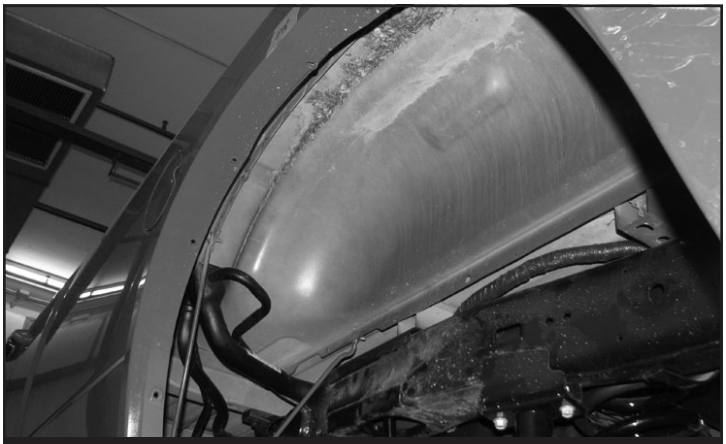

FIGURE 61 - STEP 52
52. Jack up the rear end of the vehicle and support the frame rails with jack stands and remove wheels and tires. Remove the rear driver and passenger inner fender liners. **SEE FIGURE 61**